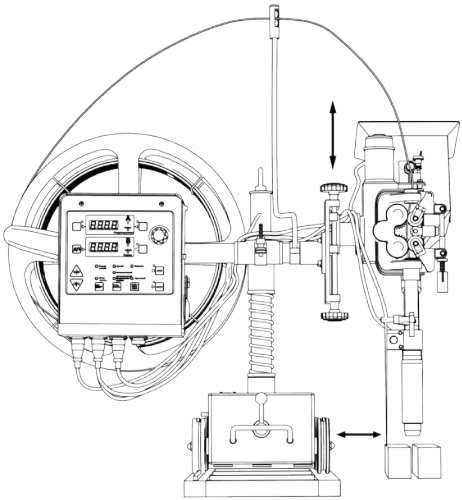

Рис. 8.5. Положение сварочного трактора относительно изделия.
4. В зависимости от того, с какой стороны от сварочного трактора находится место сварки, выставьте положение сварочной головки (см. рис. 8.5).